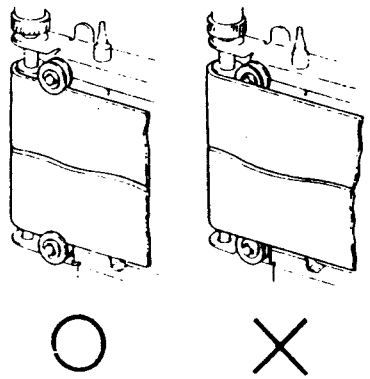

Рис. 4
b. (Рис. 4): Проверьте, что оба боковых шкива правильно прилегают к краям ремня оригинала.